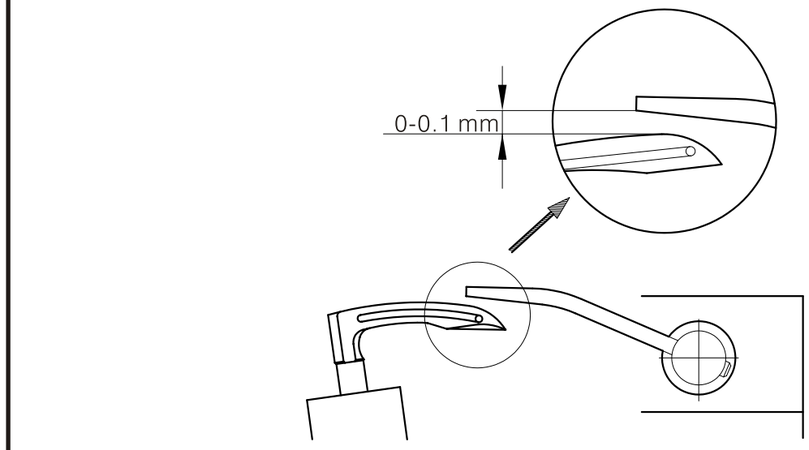

Fig. 12
2. La distancia entre el lado superior del bucleador al lado inferior del limpiador de hilo debe ser de 0-0.1 mm. (Fig. 12)